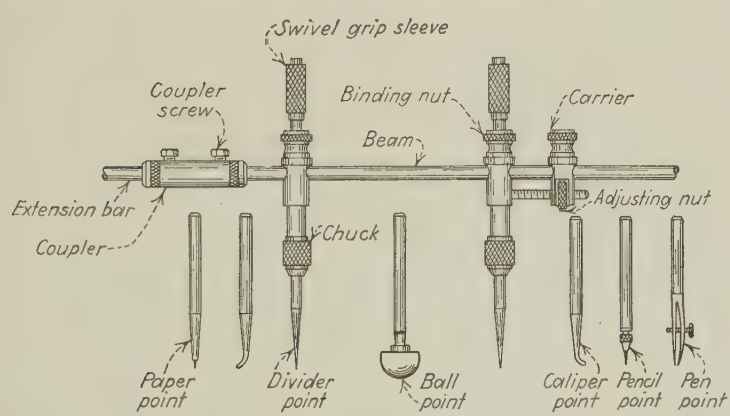

FIG. 218.—Trammels or Universal Dividers. (*Courtesy of The L. S. Starrett Company.*)
To set the divider place one point in a convenient graduation line on a scale (for example the 1-in. line) and adjust the other point until it exactly splits the graduation line the correct distance away. Since the graduation lines are V shaped a divider may often be set more nearly exact by feeling than by seeing. Adjust it until no "give" can be felt either side of the V. Check with a magnifying glass if desirable. When the divider is fully opened the exact adjustment is difficult because of the wide angle, consequently a larger divider will be better, or possibly trammels (Fig. 218).
16. *Trammel Points* (Fig. 218).—Practically a beam compass or divider used for drawing arcs or circles having a large radius. An advantage lies in the fact that the point holders are perpendicular to the surface being scribed. It will be noticed in the illustration that caliper legs, a pencil point, or a pen point may be substituted for the divider points. Also a ball is